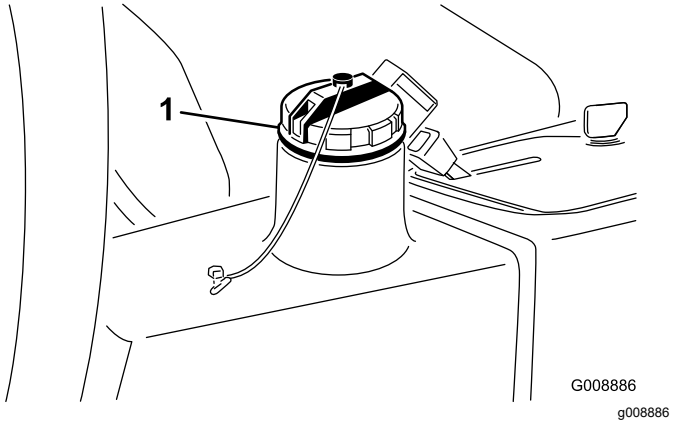

Figur 80
2. Rengjør rundt påfyllingshalsen og lokket på tanken for hydraulisk olje (Figur 80).